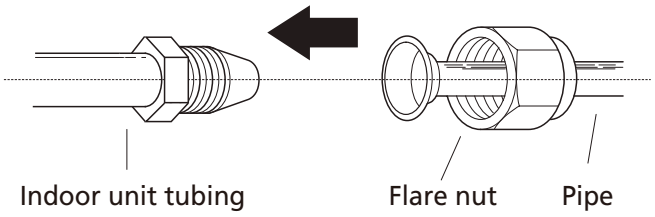

Fig. 5.7
1. Align the center of the two pipes that you will connect. See **Fig. 5.7** .